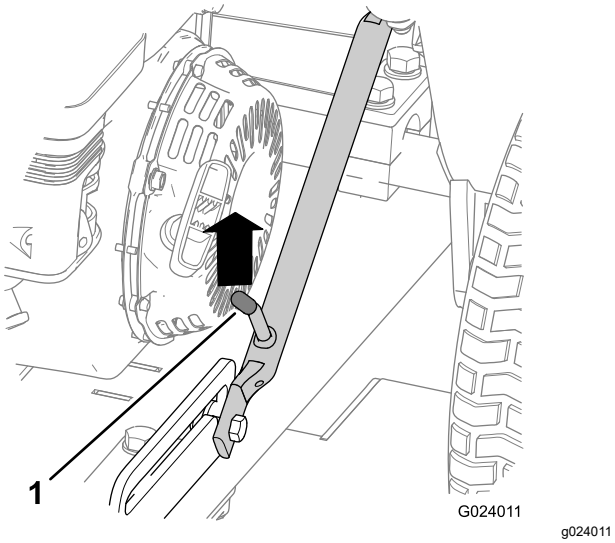

Figuur 18
1. Duw de trekhaak omhoog tot de vergrendelingshendel loskomt van de pal (Figuur 18).
5. Breng de trekhaak omhoog (Figuur 23) totdat de vergrendelingshendel in de pal klikt (Figuur 18).